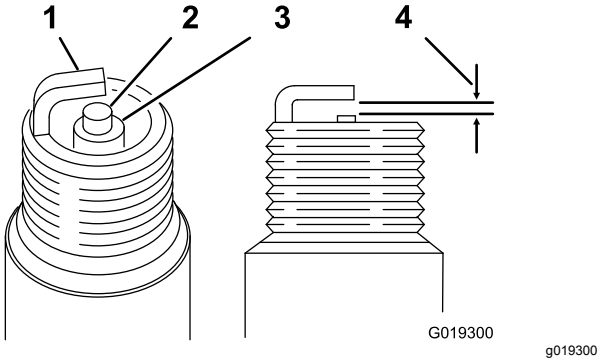

Rysunek 34
3. Ustaw szczelinę na poziomie od 0,6 do 0,7 mm w sposób pokazany na rysunku Rysunek 34. Zamontuj świecę zapłonową o prawidłowej wielkości szczeliny i dokręć ją mocno z momentem o wartości 23 N·m.